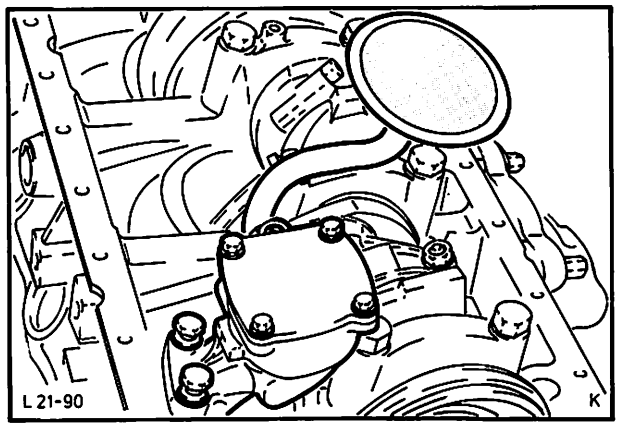

Abb. 123 Ölpumpe montieren
55. Ölpumpe komplett mit Ansaugrohr aufsetzen und Schrauben mit vorgeschriebenem Drehmoment festdrehen, Abb. 123.